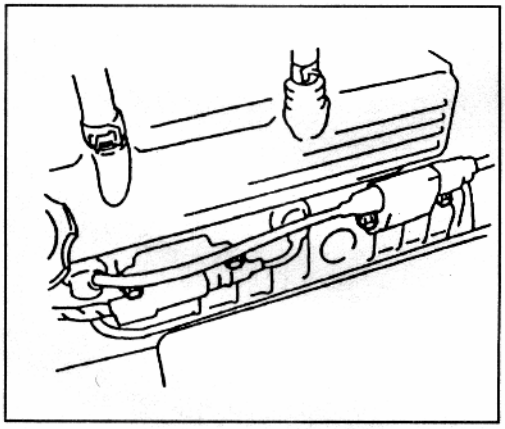

Рис. 19
3) Установите катушку зажигания в сборе с проводами высокого напряжения (Рис. 19) .